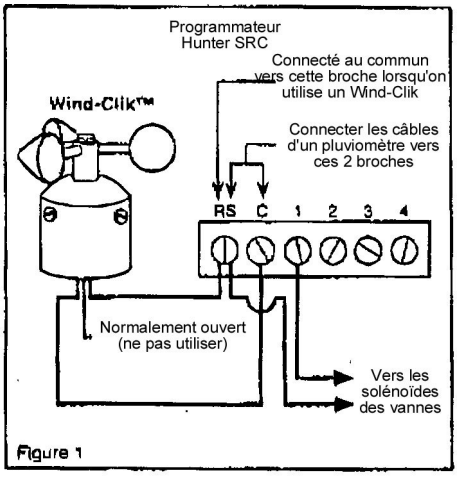

Figure 1
2. Connectez un des câbles sur le bornier à la position RS et l'autre à la position C (voir figure 1.